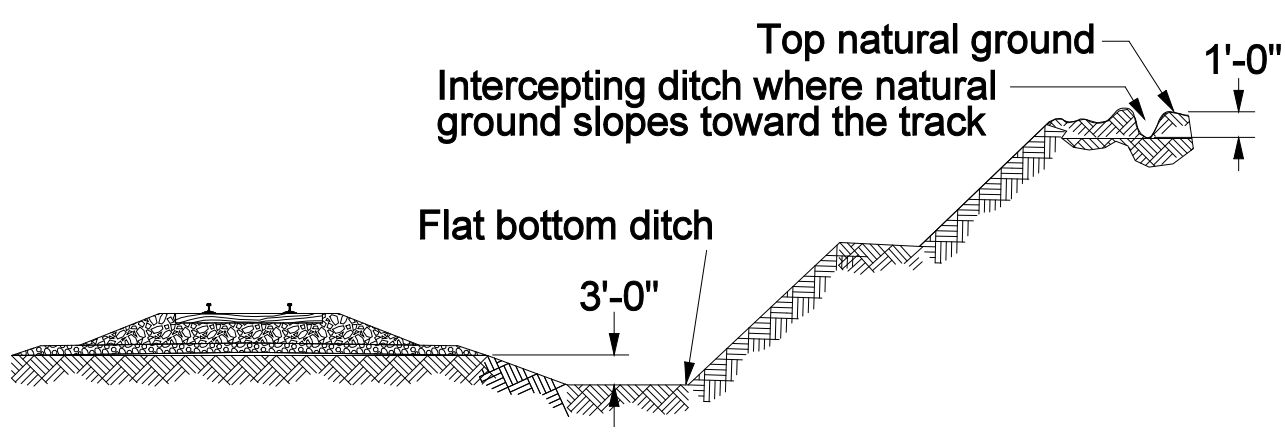

Figure 1-A
1. Maintain side ditches that parallel the track to a depth of 3 feet below the top of the subgrade as shown in Figure 1-A.
2. Maintain ditches in earthen soils with a flat bottom as shown in Figure 1-A.
3. Maintain intercepting ditches to a minimum depth of 1 foot on top of slopes through deep cut sections where runoff from higher elevation erodes slopes as shown in Figure 1-A.